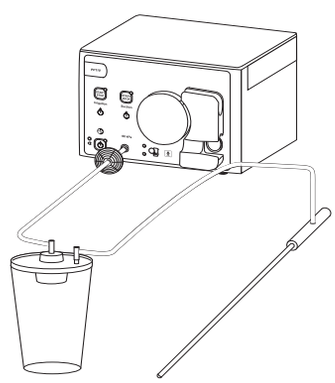

Abb. 5-16 Verbindung von Gerät und Saugsystem mit Saug-/Spülinstrument
1. Verbinden Sie Gerät und Saugbehälter mit dem Vakuum Schlauchset mit Hygienefilter). Das Vakuum Schlauchset mit Hygienefilter kann max. 30 Tage mit dem Gerät verbunden bleiben (Abb. 5-16 "Verbindung von Gerät und Saugsystem mit Saug-/Spülinstrument").
2. Verbinden Sie den Saugbehälter mit dem Instrument (durch den Saugschlauch, Abb. 5-16 "Verbindung von Gerät und Saugsystem mit Saug-/Spülinstrument").